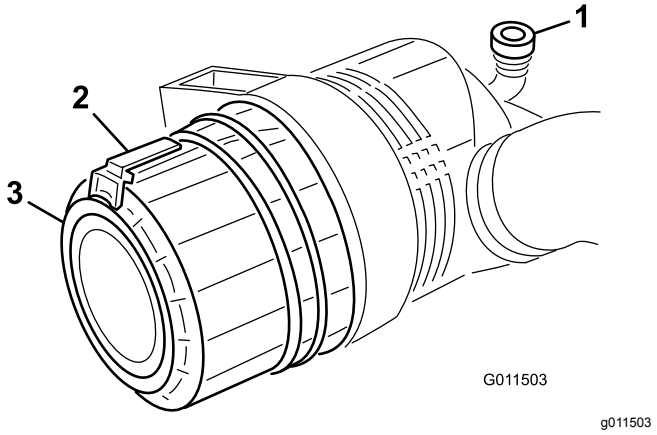

Figur 70
1. Trekk låsen utover, og drei luftrenserdekslet mot klokken (Figur 70).
7. Monter dekselet med uttaksventilen i gummi (Figur 70) vendt nedover – mellom urviserstillingene kl. 5 til kl. 7 sett fra enden. Fest låsen.